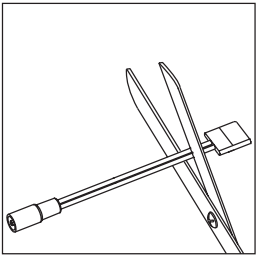
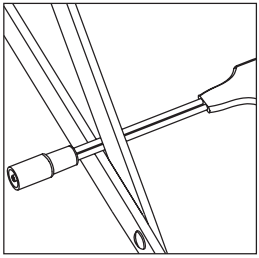
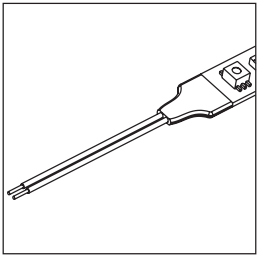

Рисунок 7
Рисунок 8
Рисунок 9
4.4 Подключение ленты и драйвера LED ИПСН производится напрямую проводами (коннектором) к винтовым контактам контроллера. Для этого на коннекторе необходимо отрезать контактный разъём 8 мм (рисунок 7) и снять изоляцию с проводников на длину 8 мм. На светодиодной ленте следует так же удалить разъём «JACK 5.5» (рисунок 8) и снять изоляцию с проводников на длину 8 мм (рисунок 9).
6.7 Для подключения ленты к винтовым контактам драйвера на концах проводов, припаянных к ленте, необходимо отрезать коннектор JACK 5.5 (рисунок 8), снять изоляцию с проводников на 8 мм (рисунок 9), либо припаять к ленте новые провода.